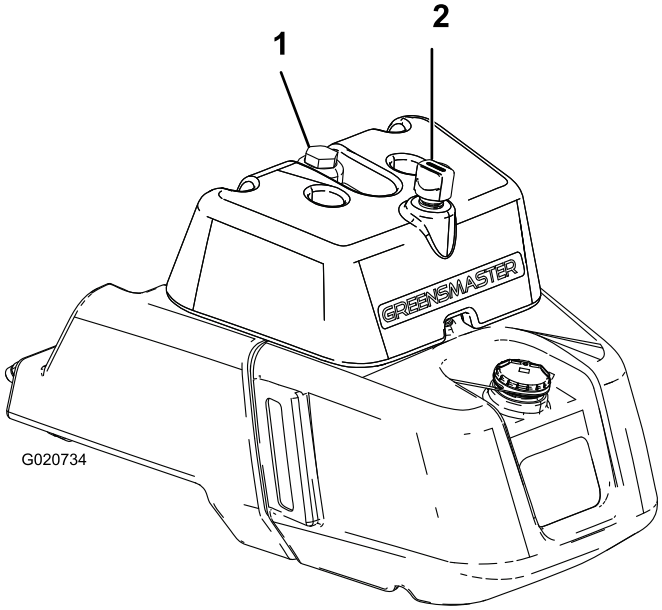

Figur 24
2. Fjern hætten fra beholderen (Figur 24).